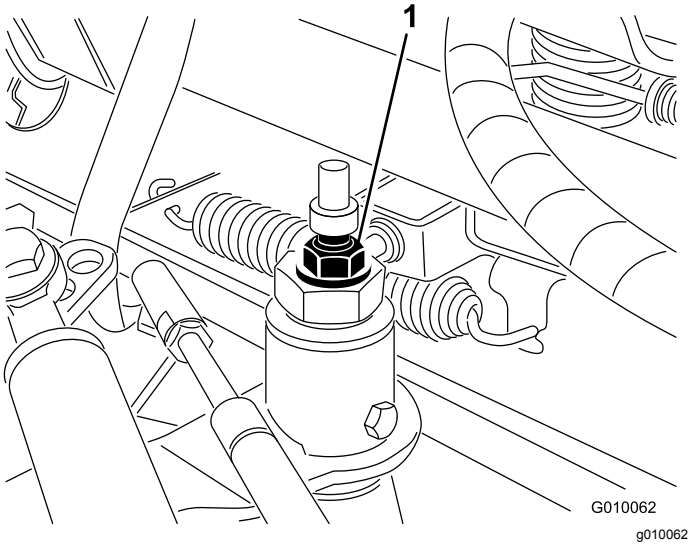

**Figur 55**
3. Lossa låsmuttern på hjuldrivningens justeringskam (Figur 55).